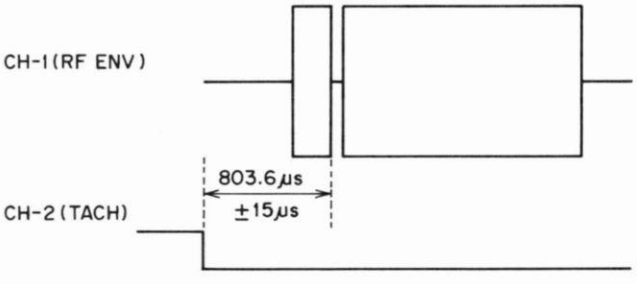

Fig. 4-5
3) Adjust semi-fixed resistor R496 so that the time from the leading edge of the TACH waveform to the marker of the RF waveform is 803.6 ±15 us, as shown in Fig. 4-5.
3）．図4-5 の様に，TACH波形の立下りからRF波形のマーカーまでの時間が，803.6 ±15μs になるように半固定抵抗 R496 を調整する．